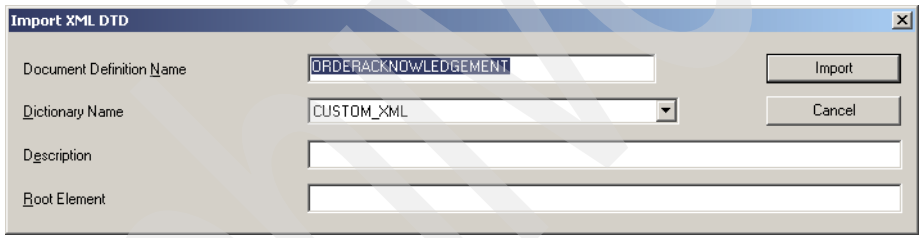

Figure 18-17 Select target DTD
3. Select **XML DTD** and click **Open**. The Select a Database window opens. Select the entry for our Development database and click **OK**. The Import XML DTD window opens (Figure 18-17).